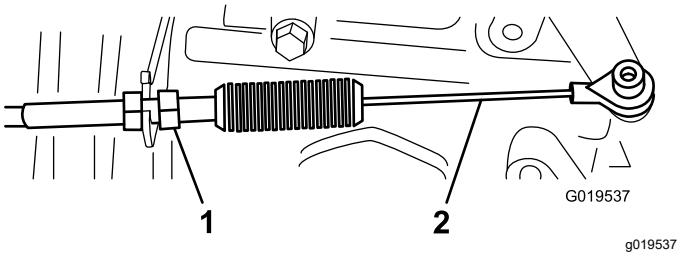
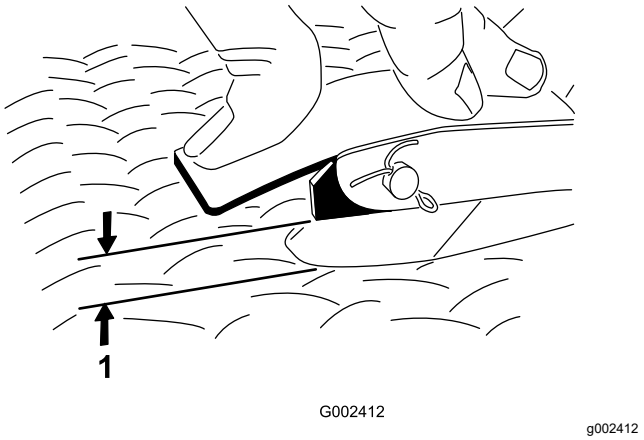

Figuur 64
Figuur 65
2. Stel de kogelverbinding op de gaskabel (Figuur 64) zo af dat er 2,54 tot 6,35 mm ruimte is tussen de arm van het gaspedaal en de bovenkant van het ruitprofiel op de vloerplaat (Figuur 65) wanneer u een druk van 11,3 kg uitoefent op het midden van het pedaal.
3. Draai de borgmoer aan (Figuur 64).